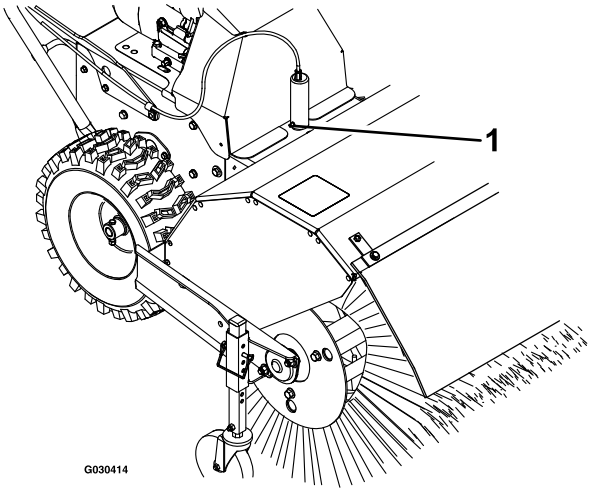

Figura 20
1. Lubrificate il raccordo del perno di bloccaggio dell'angolazione della spazzola con grasso al litio n. 2 (Figura 20).